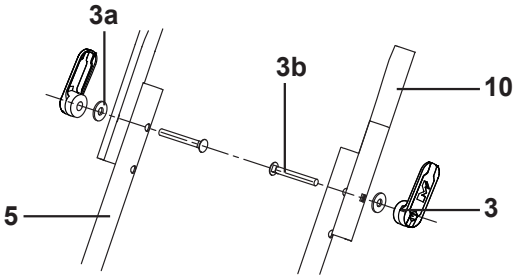

Fig.3
> Fije el agarradero superior (10) usando el perno (3b) con la arandela (3a) y las perillas de ala (3) del agarradero inferior (5) (Fig. 3). El agarradero superior se puede fijar en dos alturas diferentes, seleccione cuál es la más cómoda para un uso normal antes del montaje. Asegúrese de que el control operativo se encuentre en la mano derecha visto desde atrás.